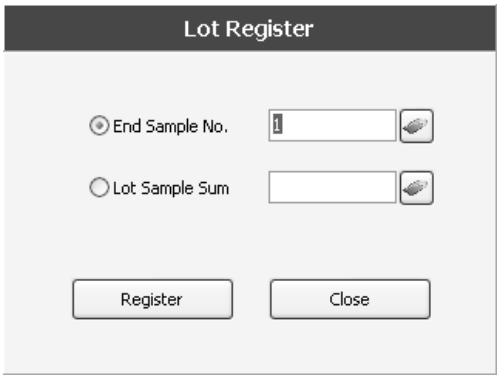

Figure 8-2-13
b)In the "Sample Registration" window, click the "Lot Register" key, as shown in Figure 8-2-13: